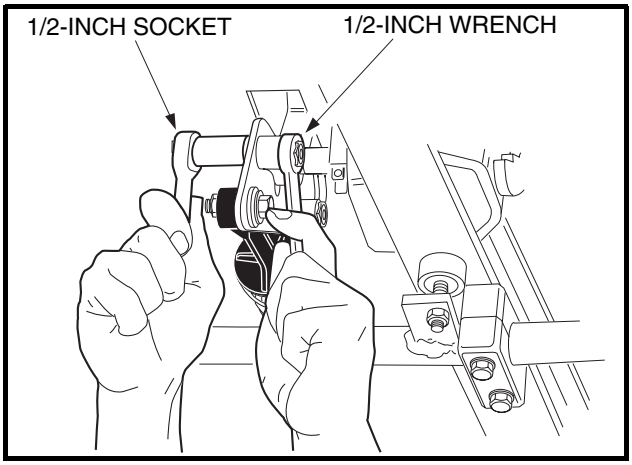
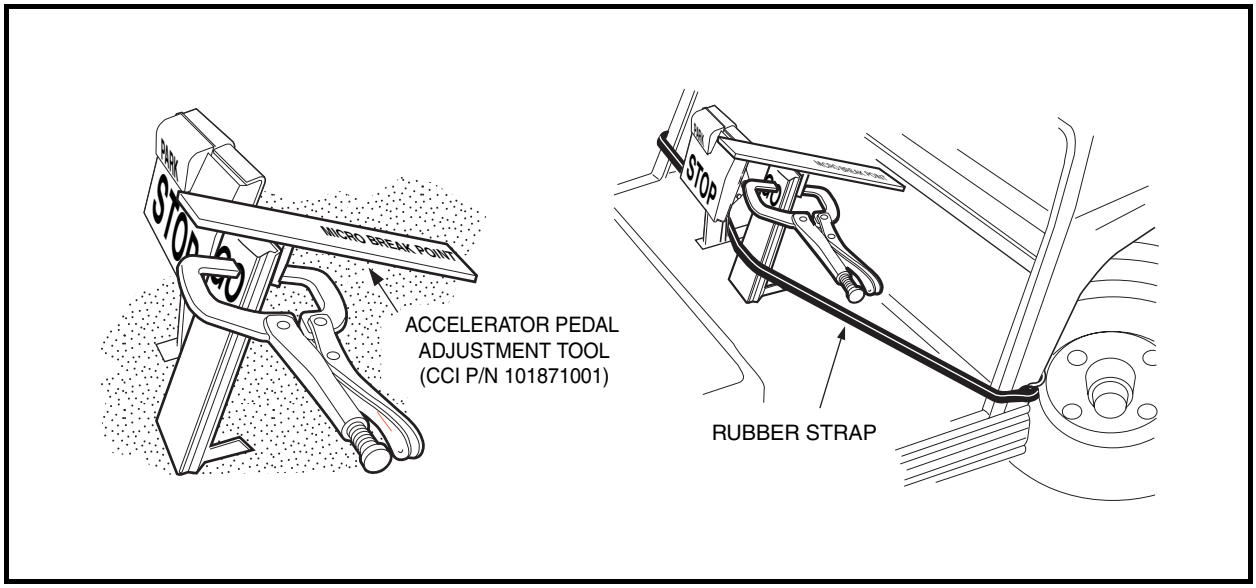

Figure 5-28 Accelerator Pedal Height Adjustment
Figure 5-29 Accelerator Pedal Height Adjustment
4.1. Loosen the nut and bolt **(Figure 5-28, Page 5-18)** securing the accelerator pedal to the pivot plate. Clamp the accelerator pedal adjustment tool (CCI P/N 101871001) to the accelerator pedal, with the end marked *accelerator pedal height* closest to the floorboard. Press the accelerator pedal until the end of the tool rests against the floorboard; pedal height should be 5-5/8 inches (14.3 cm). Use a rubber strap to hold pedal in position against the floorboard and then tighten nut to 26 ft-lb (35.3 N·m) **(Figure 5-29, Page 5-19)**.